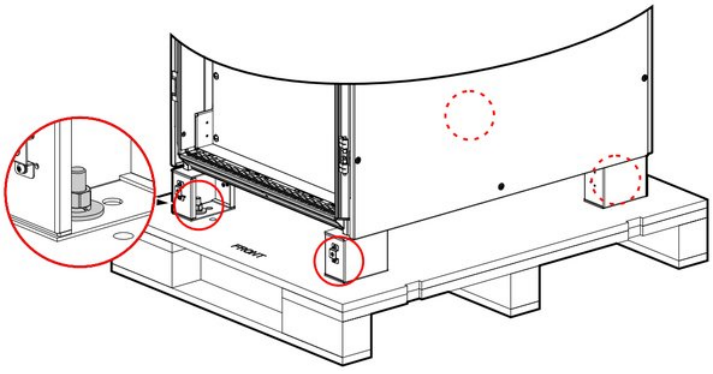

FIGURA 3-5 Posizione dei bulloni
5. Svitare con una chiave a bussola i bulloni che fissano l'UPS al pallet; la posizione dei bulloni è mostrata nella Figura 3-5.